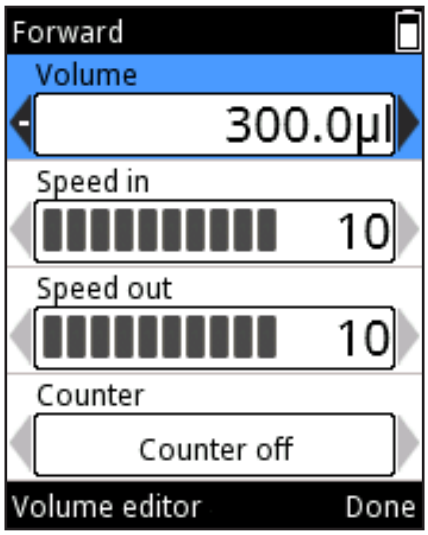

図 D5
2. Volumeフィールドはハイライトされます(図 D5)。